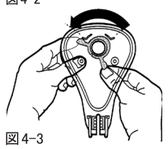

図4-3
⑥図4-3の位置（正しい取り外し位置）まで、エルボーリテイナを回してください。